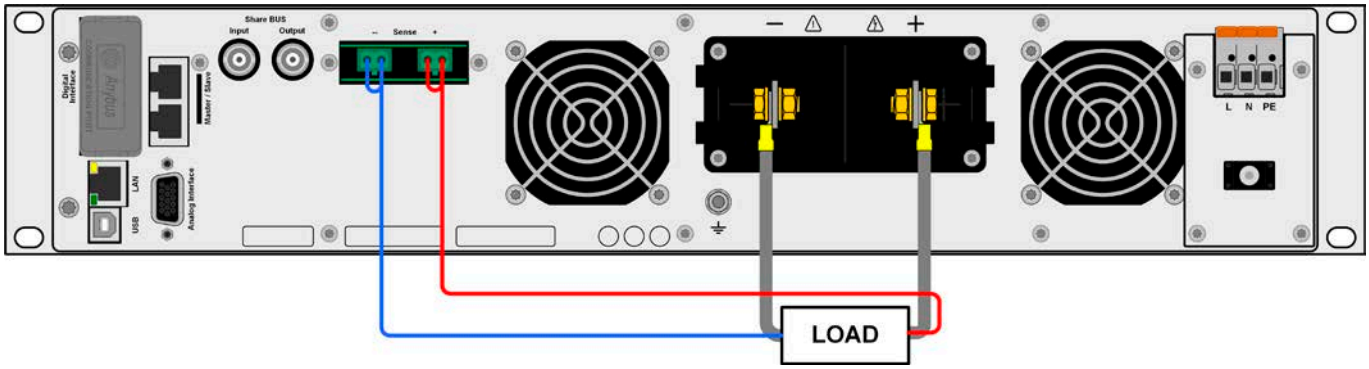

Figure 12 - Example for remote sensing wiring (DC terminal and Sense terminal covers left way for illustrative purposes)
- Remote sensing is only effective during constant voltage operation (CV) and for other regulation modes the sense input should be disconnected, if possible, because connecting it generally increases the oscillation tendency
- The Sense+ cable must be connected to DC+ on the load and Sense- to DC- at the load, otherwise the sense input of the power supply can be damaged. For an example see *Figure 12* below.